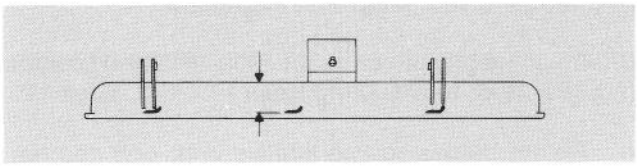

Figure 33
2. Rotate blade until the ends face forward and backward (Fig. 33). Measure from inside of cutting unit to cutting edge at front of blade (Fig. 33), and remember this dimension.